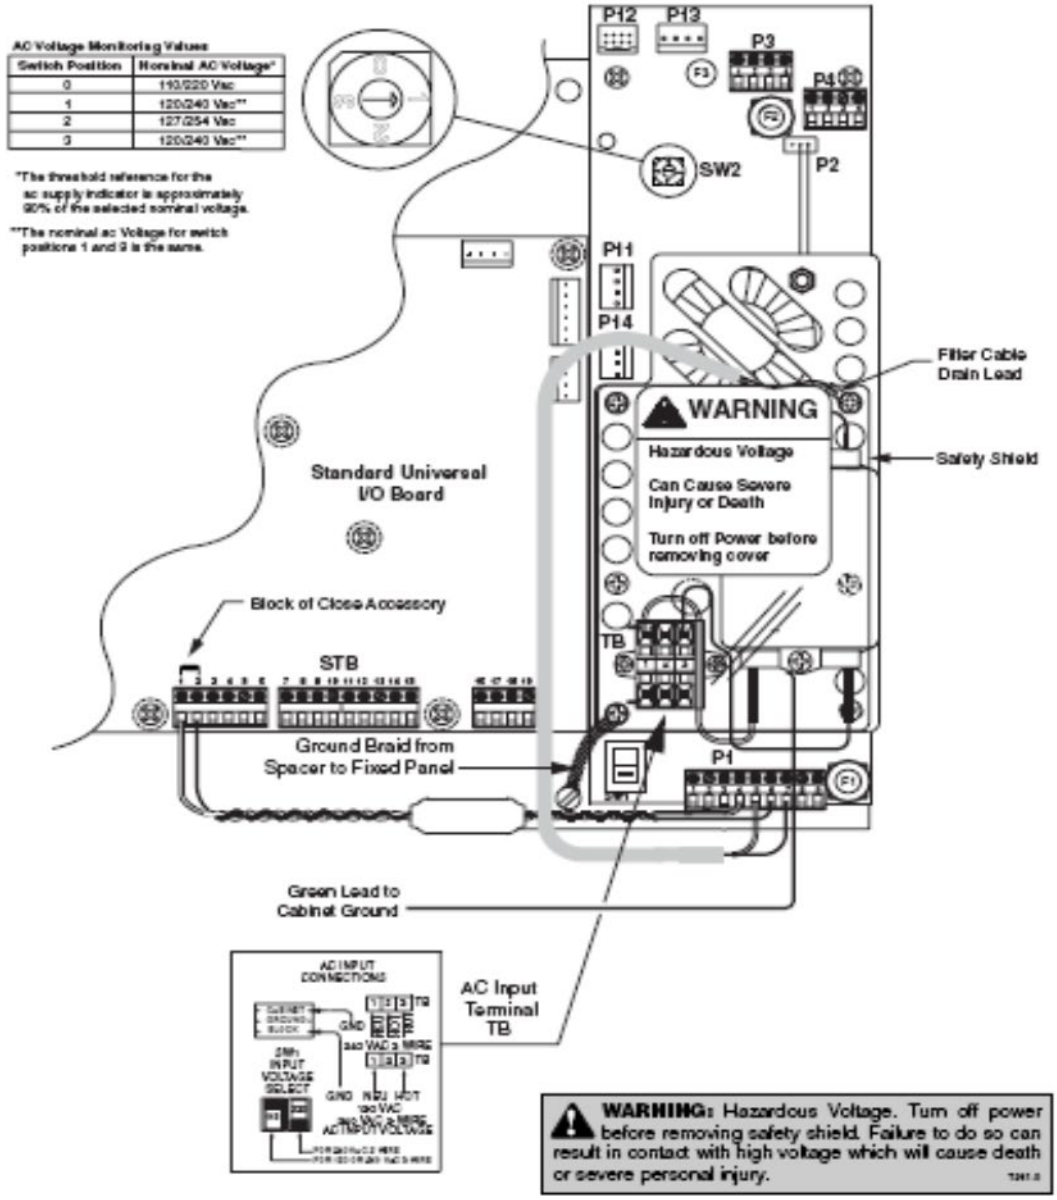

Figure 6.
The Form 4C Standard and Automation Power Supplies utilize an off-line switcher for the primary stage, generating a high-voltage bus, and a second stage switcher for the isolated control power feature of the Automation Power Supply. The ac voltage monitor circuit is completely contained on the power supply board, along with the CPU interface drivers. The off-line switcher generates a high-voltage dc bus that is proportional to line voltage. Selector switch SW2 (refer to Figure 6) establishes the threshold voltage used to monitor and detect the loss of ac line voltage. The threshold reference is approximately 80% of the selected nominal voltage. Selectable values of 110/220, 120/240 and 127/254 Vac enable monitoring of local values common to most domestic and international nominal voltages.
3. Thread a 2.75" long spacer and a #8 external tooth lock washer into five open positions on the power supply board. Connect ground braid to lower left spacer and adjacent fixed panel mounting screw (refer to Figure 6). The right middle position is secured by a #8-32 x .37" screw.
6. Connect the green ground lead from "FL" filter to cabinet ground as shown in Figure 6. Connect the two twisted leads from power supply board terminal P1 to Standard Universal I/O board terminal STB: white lead from STB-1 to P1-4, black lead from STB-2 to P1-6. For Automation Power Supply unit, connect input power assembly fan leads to terminal receptacle P2.
13. Set power supply input voltage selector switch SW1 to either 115 or 230 Vac position. See Figure 6 for steps 13 through 15.
1. Replace the main power supply 5A fuse at F1(see Figure 6).
Terminal P11, located on the ac supply board (see Figure 6), contains three test points to verify the status of the board. The proper voltage across each of the three test points of P11 is as follows:
5. Disconnect terminal P12 located at the top of the ac supply board. See Figure 6.
1. Energize ac power to the control. Verify that control powers up on ac. Red ac power-on LED indicator D10 on power supply board should illuminate. Refer to Figure 6 for steps 1 through 4.